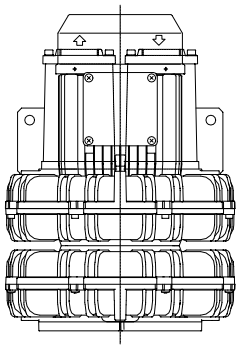

Fig.2
Fig.2 avec adaptateur 90°
1. Repérer le positionnement recherché fig. 2, 3 ou 4.